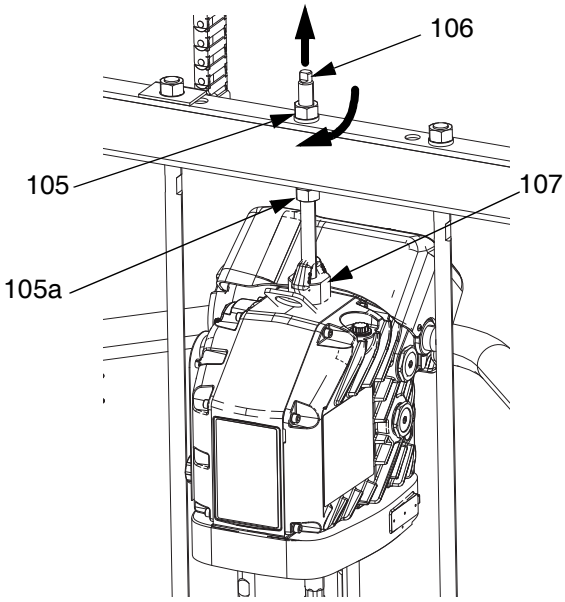

FIG. 36
1. Inserte la bomba de desplazamiento (AC) en el plato (AD). Consulte los pasos de **Conexión del plato** en la página 45.
3. Conecte el controlador (AB):
a. Use una llave en la tuerca (105) en la parte superior de la barra del elevador para bajar el controlador (AB) hasta la bomba de desplazamiento (AC). Vea la FIG. 36 en la página 46. Enrosque la tuerca (105) y apriétela debajo de la barra del elevador. Apriete la tuerca (105) debajo del travesaño a 34 N•m (25 lb-pie) como máximo.